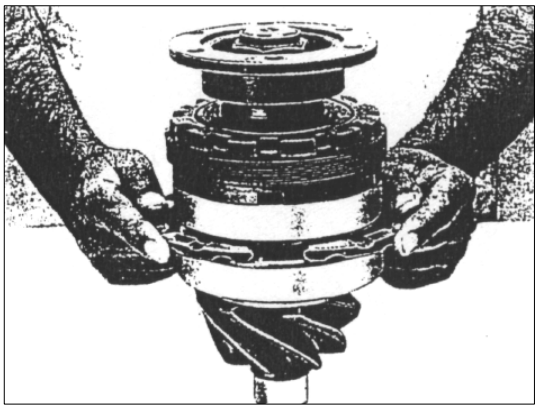

РИС. 332
3) Вставьте две половинки распорного кольца между двумя внешними кольцами конического роликового подшипника (см. рис.332).